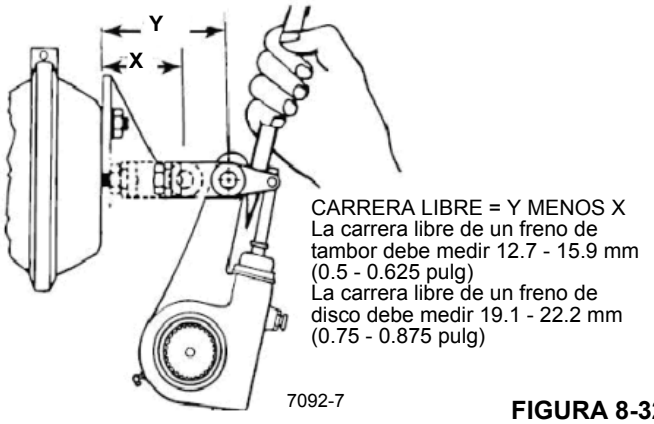
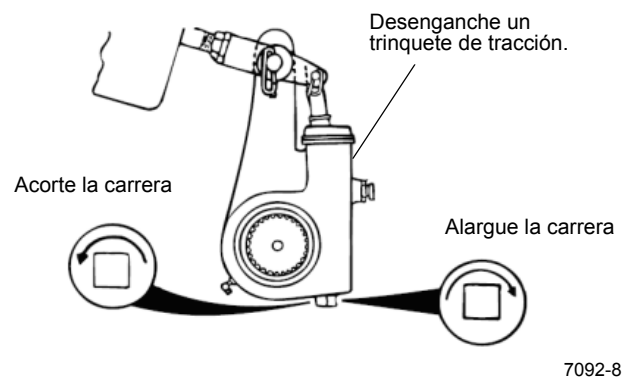

FIGURA 8-32
FIGURA 8-33
11. Mida la distancia desde el centro de la horquilla grande hasta la superficie de montaje de la cámara neumática, con el freno completamente suelto. Ésta es la dimensión “X” (Figura 8-32).
12. Utilice una palanca para mover el ajustador de holgura hasta que los forros entren en contacto con el tambor. Mida la distancia entre los mismos puntos que los indicados en el paso 11. Ésta es la dimensión “Y” Figura 8-32.
Vea la Figura 8-32 y la Figura 8-33, Medición de la carrera libre. El trinquete de tracción debe desengancharse antes de girar la tuerca de ajuste. Si no se desengancha el trinquete, sus dientes se dañarán. Apalanque el trinquete por lo menos 0.8 mm (0.0313 pulg) para desenganchar los dientes. Cuando se retire la barra de apalancado, el trinquete se volverá a enganchar de inmediato.
13. Reste la dimensión “X” de la “Y” (Figura 8-32). La diferencia deberá medir de 12.7 a 15.9 mm (0.5 a 0.625 pulg). Si la carrera se encuentra dentro de estos límites, no se requiere ajuste. Si excede estos límites, lleve a cabo los pasos 14 al 16.
14. Desenganche el trinquete de tracción (Figura 8-33).
15. Gire la tuerca de ajuste aproximadamente 3.1 mm (0.1250 pulg) en el sentido que se requiera y vuelva a medir la carrera. Continúe este proceso hasta que la carrera se encuentre dentro de los límites (Figura 8-33).